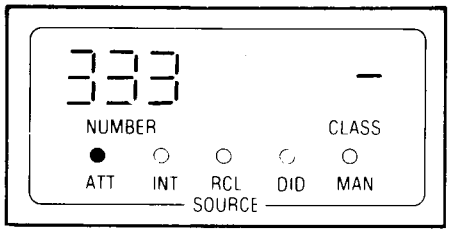

Fig. 356-1
- SOURCE display shows number of check extension 1 and "-" (no forward code) (See Fig. 356-1), ATT lamp lit